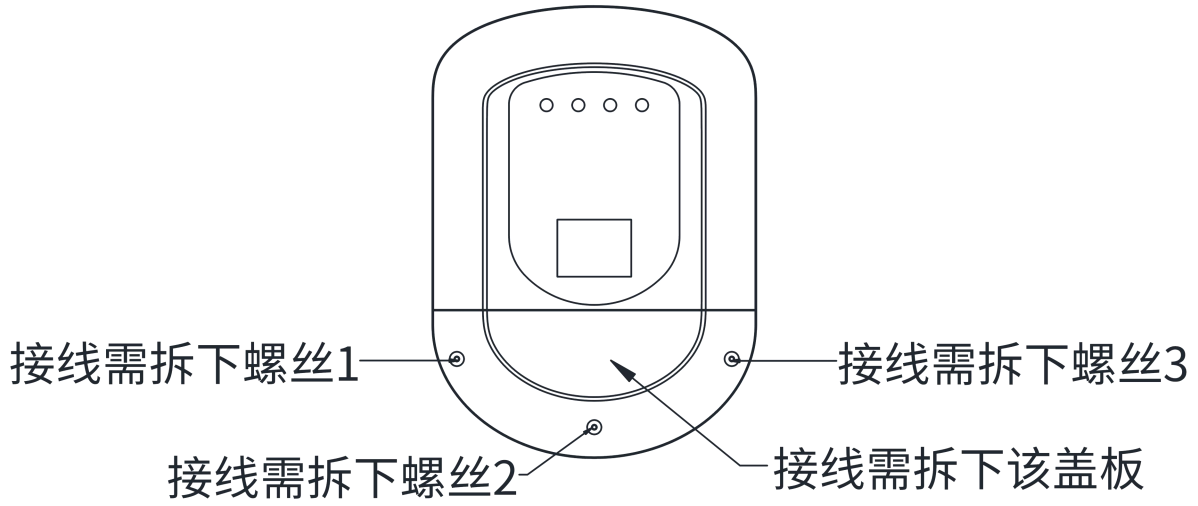

图 9
7、严格按照充电桩机内电气连接图的线序要求接线，接线前先拆下主机下盖板 3 颗螺丝，拆取下盖板进行接线，如图 9。